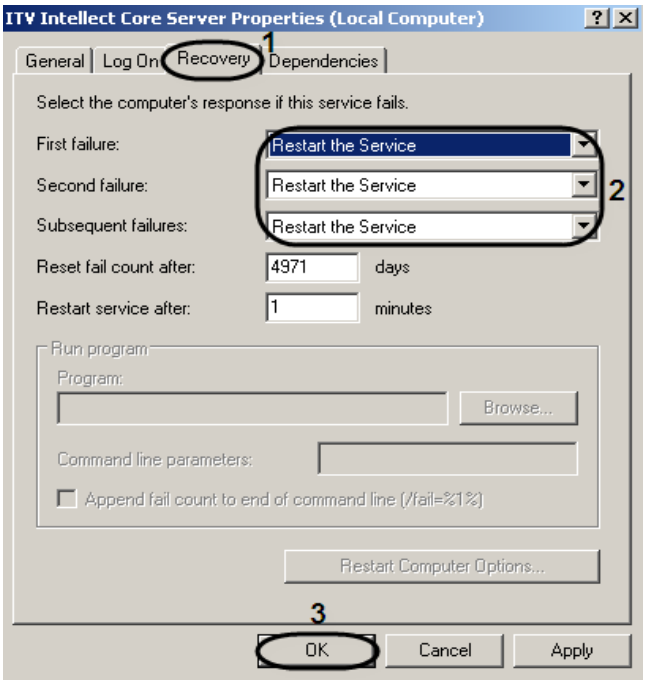

Figure 13.4-1 Configuring the restart of the "ITV Intellect Core Server" service
4. Go to the "Recovery" tab in the displayed box (Figure 13.4-1, 1).
5. In the corresponding drop-down lists select the actions to be performed in case of the first, second and subsequent system failures (Figure 13.4-1, 2).
6. To save the changes, click the "OK" button (Figure 13.4-1, 3).